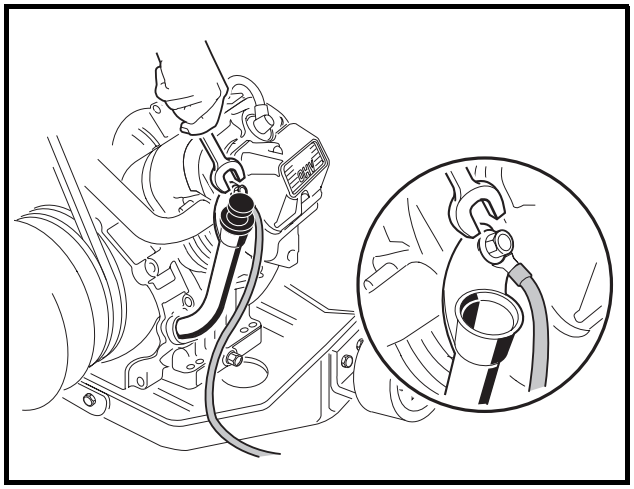

Figure 16-47 Engine Ground
26. Attach the ground wire to the mounting screw on the oil filler tube mounting bracket and tighten to 50 in-lb (5.7 N·m) **(Figure 16-47, Page 16-19)**.